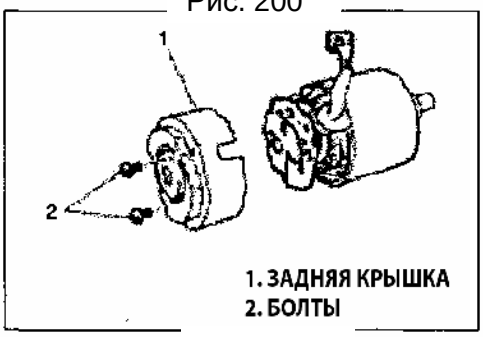

Рис. 201
6) Установите заднюю втулку и установите заднюю крышку (Рис. 201).